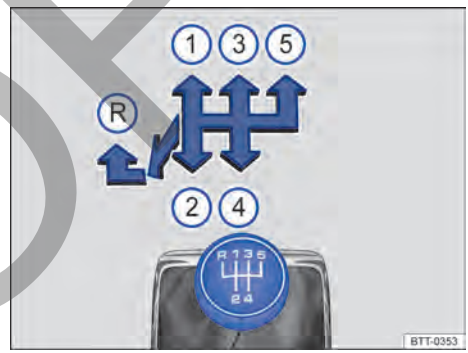

Fig. 89 Esquema de la transmisión manual de 5 marchas.
Las posiciones de cada una de las marcha están representadas en la palanca de cambios → fig. 89.
– Empujar la palanca de cambios totalmente hacia la izquierda y después hacia adelante hasta la posición de la marcha atrás → fig. 89 Ⓡ.